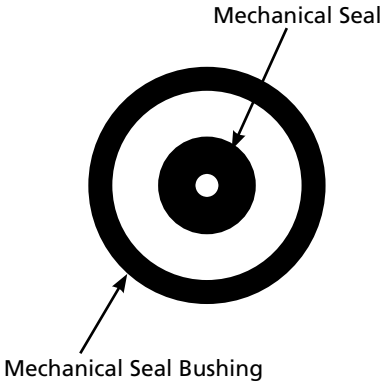

Figure 9
2. The mechanical seal will be exposed in the lower portion of the mechanical seal bushing (see Figure 9, page 15).